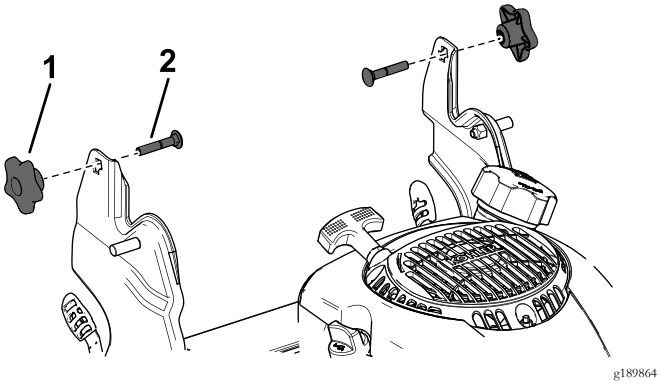

Figur 25
3. Indsæt bræddebolten (med bolthovedet mod indersiden) gennem håndtagsbeslaget og det øverste hul i håndtagsenden. Sørg for, at firkanterne på hver bræddebolt passer ind i det øverste eller nederste firkantede hul i det relevante håndtagsbeslag (Figur 25).